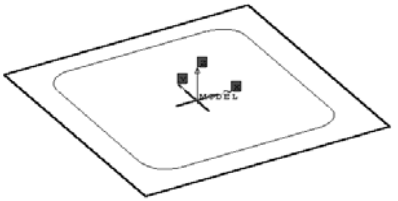

Рис. 25
④ Если сечение перемещается по одной траектории, то:
- выберите грань или плоскость для построения эскиза траектории и постройте ее (рис.25);